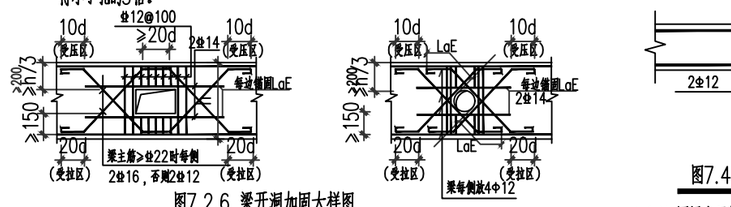

图7.2.6 梁开洞加固大样图
7.2.6 梁上孔洞处尺寸要求及加强配筋详图7.2.6；开孔高度不得超过梁高的1/2，多孔并列时，孔心间距不得小于孔的3倍。